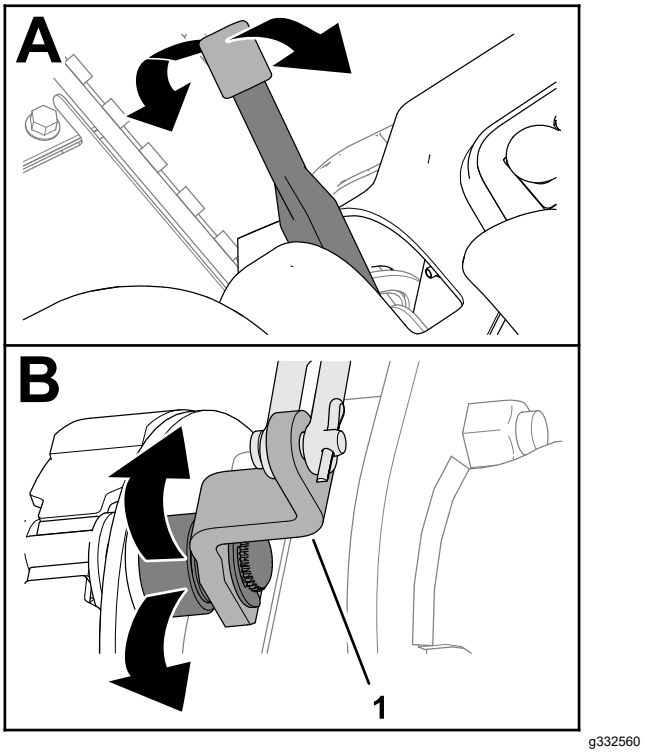

Figur 67
2. Flytt parkeringsbremsen opp og ned for å sjekke at spaken for bremskamspaken beveger seg fritt (Figur 67).